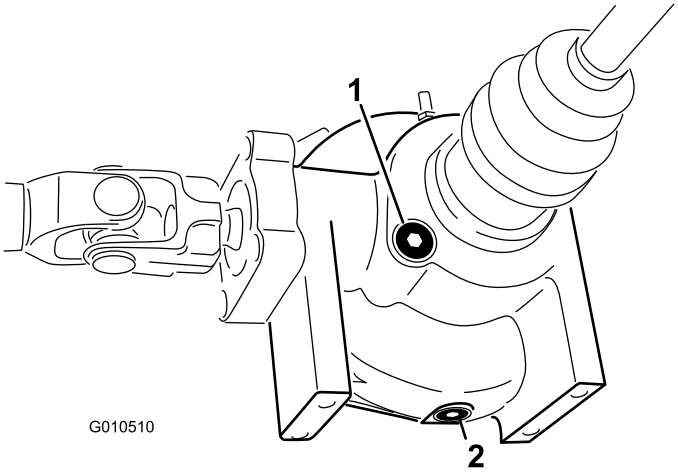

Figur 50
2. Rengør området rundt om aftapningsproppen på siden af differentialet (Figur 50). Anbring en dræningsbakke under aftapningsproppen.